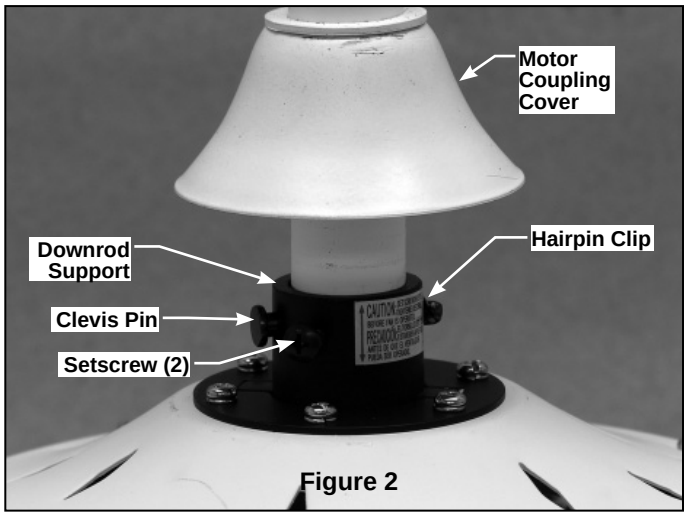

Figure 2
6. While pulling up on the hanger ball, securely tighten the two 3/16-24 x 3/8˝ setscrews in the downrod support. Slide the Motor Coupling Cover down. (Figures 2 & 3)